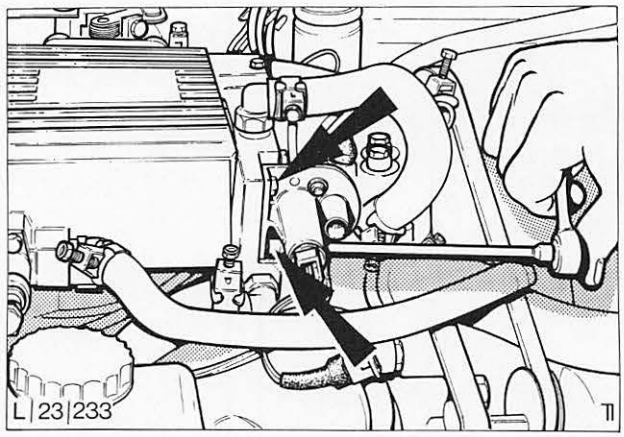

Abb. 85 Befestigungsschrauben – Zusatzluftschieber
4. Zusatzluftschieber ausbauen, Abb. 85.